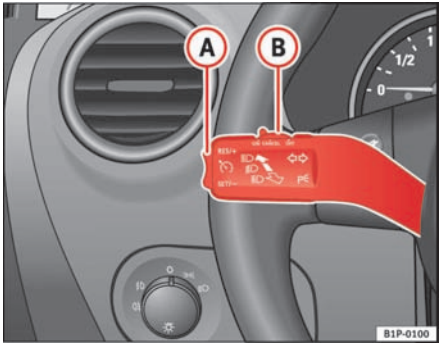

Fig. 126 Turn signal and main beam headlight lever switch and rocker switch for the cruise control
– Push the switch ⇒ fig. 126 (B) to the left to **ON**.